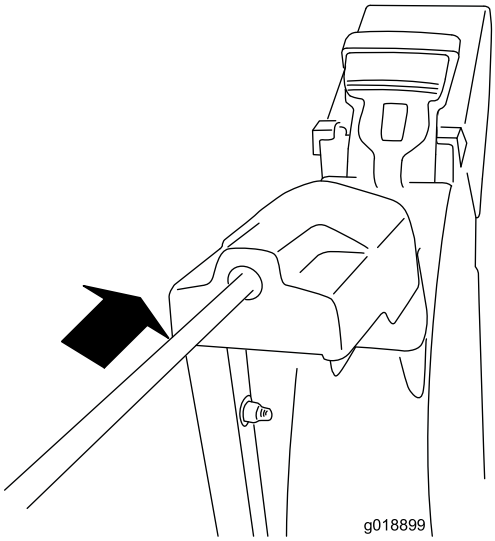

Bild 10
2. Setzen Sie das vordere Ende der Stange in die Öffnung hinten an der Getriebeabdeckung des Auswurfkanals, bis es in das Auswurfkanalgetriebe gleitet (Bild 10).